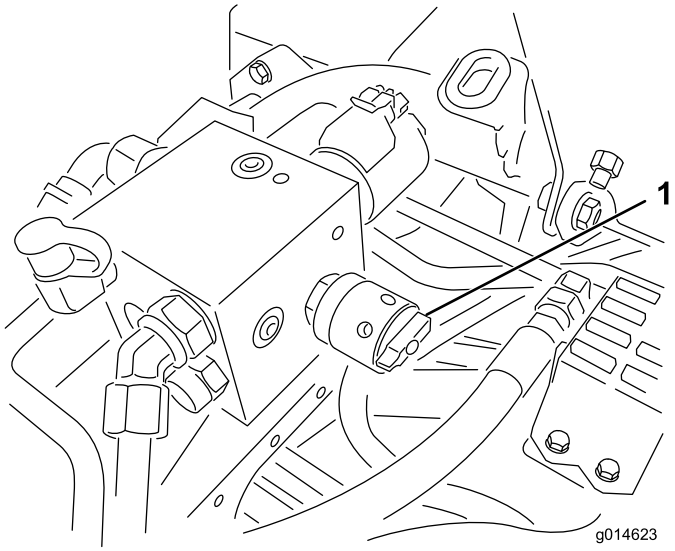

Figuur 53
6. Draai de toerentalregeling van de messenkooien op instelling 1 (Figuur 53).